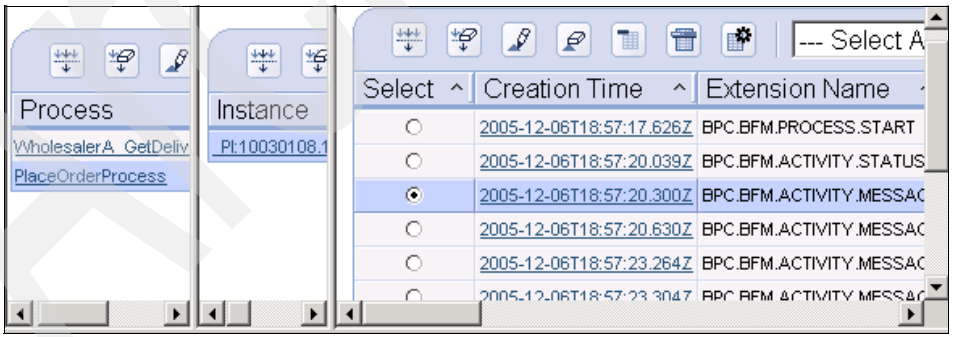

Figure B-23 A sample of the events generated for a process instance
6. Continue to click hyperlinks from left to right to eventually display the events captured in the database (Figure B-23).